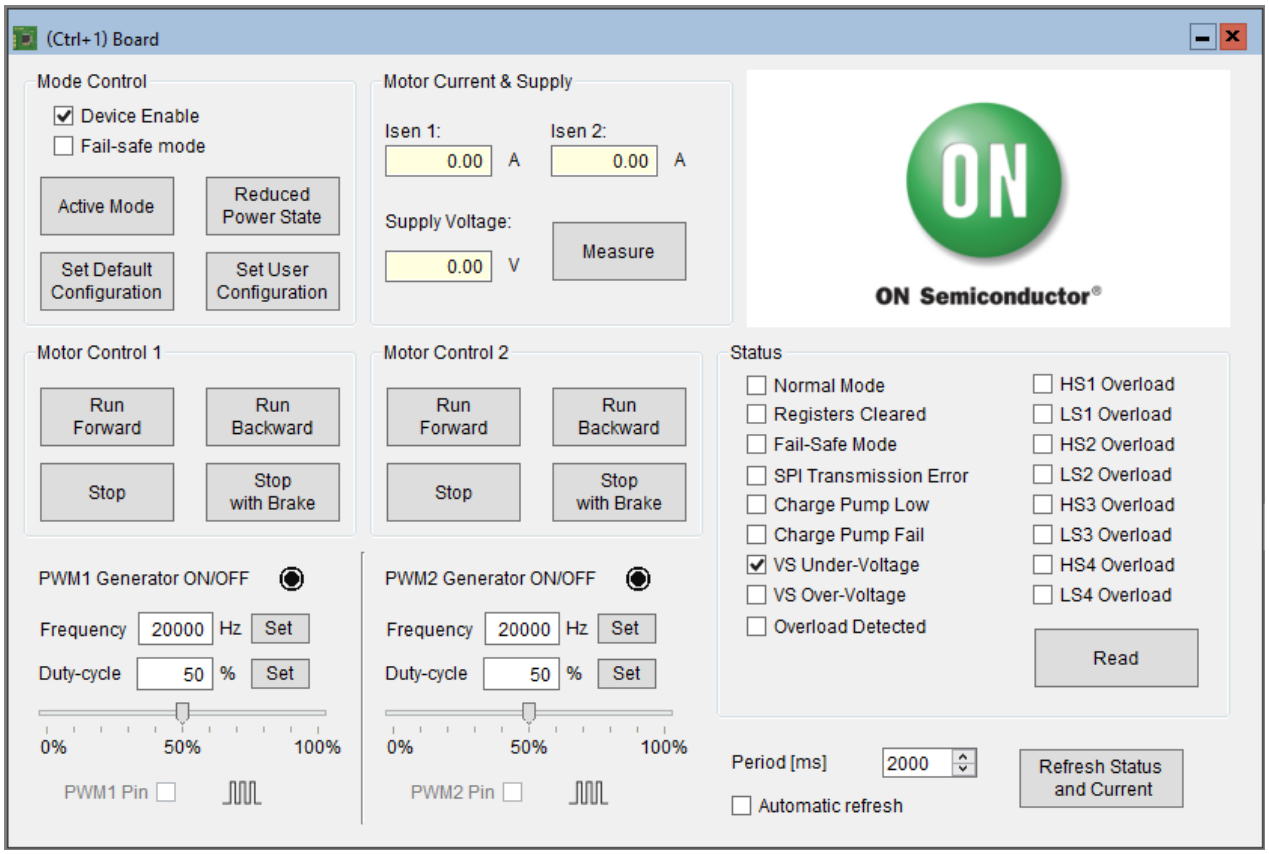

Figure 9. NCV7544 Controller Framework, Board Window
12. “Board” window (Figure 9) demonstrates application controls of two channels including device mode control, status readout, MCU PWM generators and load current measurements.